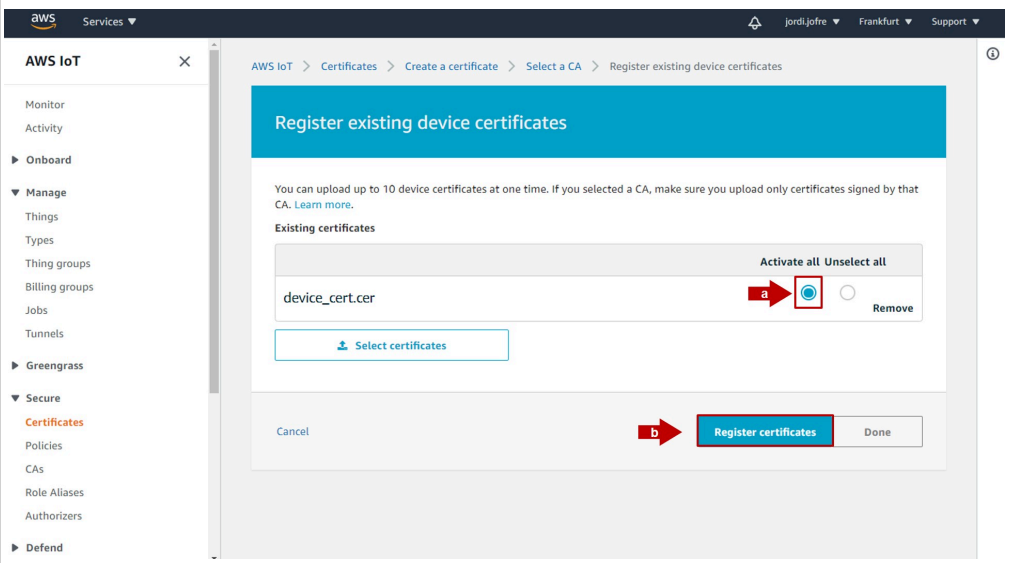

Figure 34. Activate device certificate
4. After closing the file dialog box, select ***Activate all*** and then click on ***Register certificates***, as shown in Figure 34: